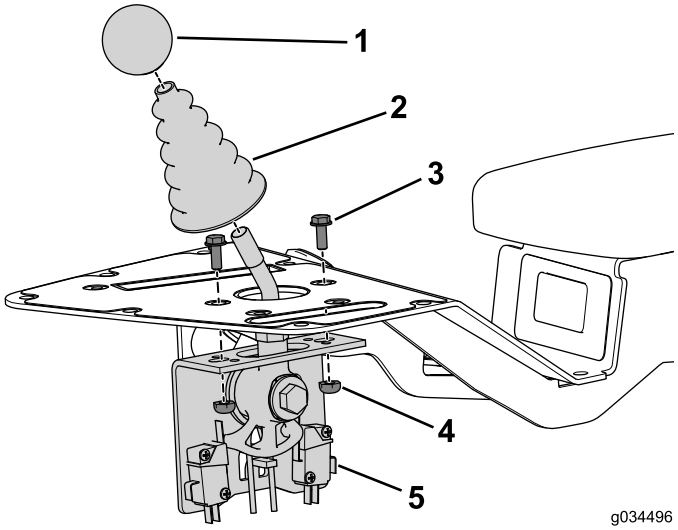

Figur 17
1. Bruk de to boltene (nr. 10 x 1/2 tomme) og låsemutterne til å feste joystickenheten til konsollen (Figur 17).